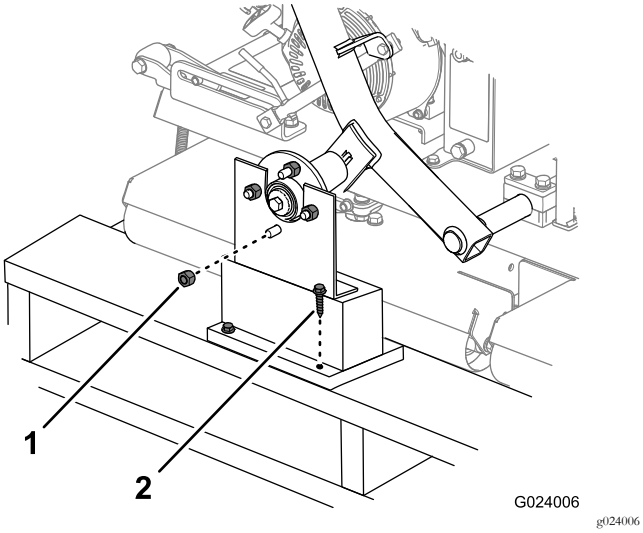

**Figur 3**
1. Ta bort hjulmuttrarna som fäster hjulnaven till transportfästena (Figur 3). Ta även bort muttrarna som har gängats på tappen på varje hjulnav.